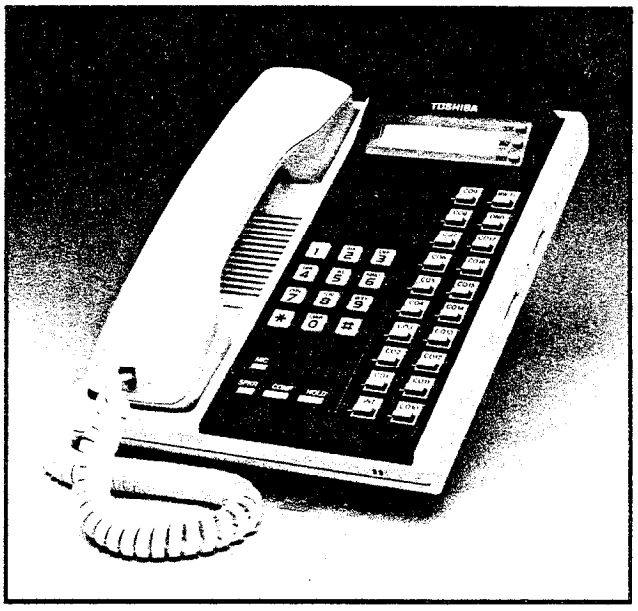

FIGURE 27 — 20-key LCD EKT
- 20-key LCD EKT (Figure 27), available as speakerphone only with a 32-character alphanumeric Liquid Crystal Display.